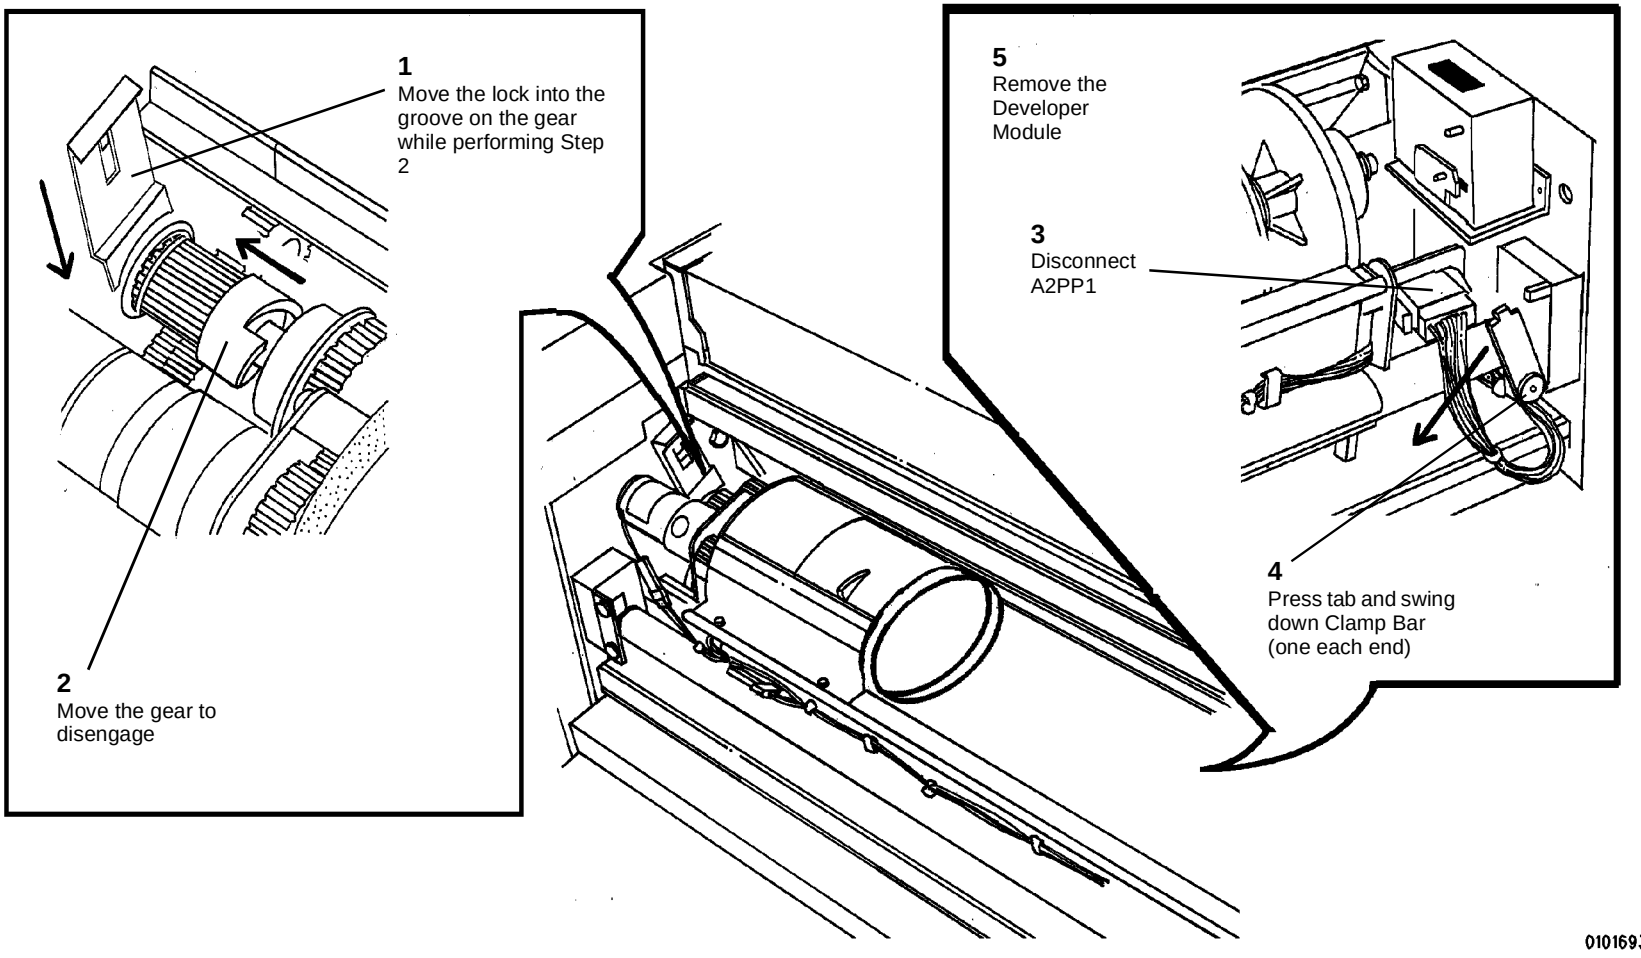

**Figure 2 Removing the Developer Module**
6. (Figure 2): Remove the Developer Module.